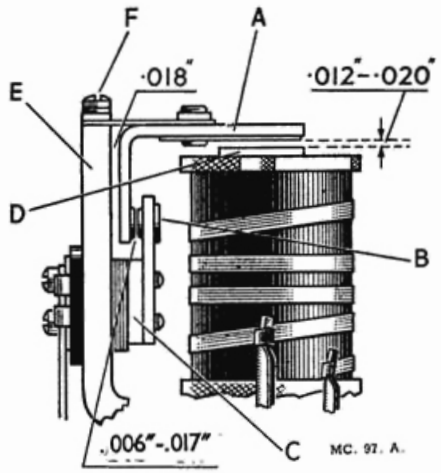

Fig. N.16.
Slacken the two armature fixing screws (F, Fig. N.16) and insert a ·018 in. (·457 mm.) feeler gauge between the back of the armature (A) and the regulator frame.